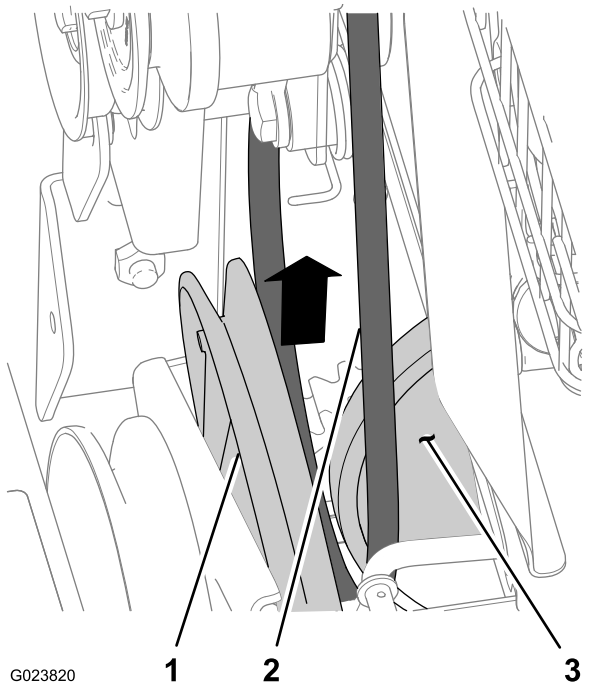

Figuur 43
6. Neem de tractie-aandrijfriem uit de groef van de tractiepoelie en til deze naar boven tussen de poelie en de frictie-aandrijfplaat (Figuur 43).
1. Lijn de tractie-aandrijfriem uit tussen de frictie-aandrijfplaat en de tractiepoelie (Figuur 43).